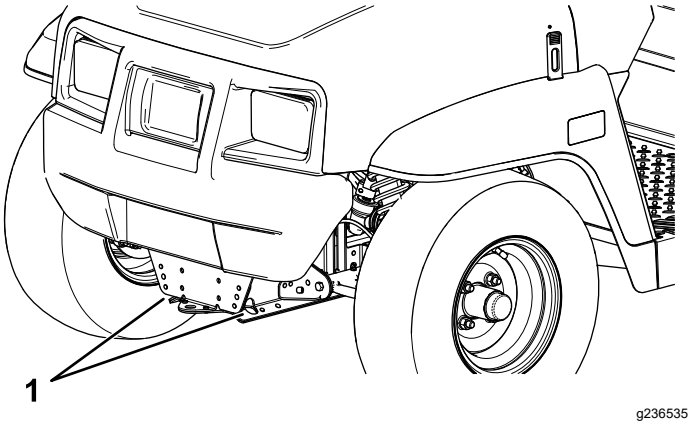
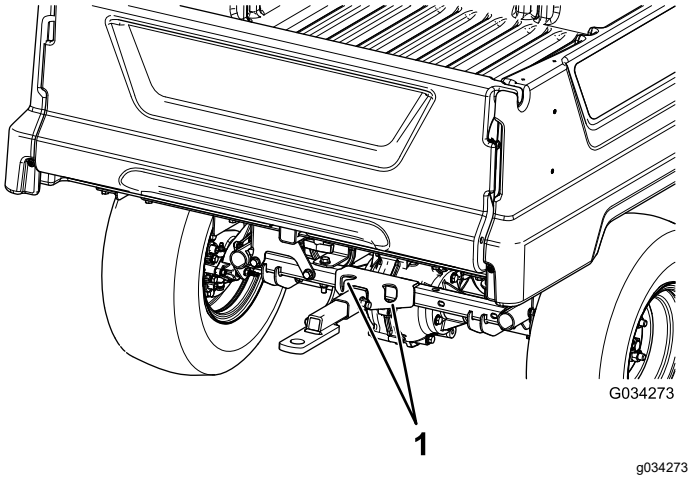

**Figuur 21**
**Figuur 22**
Zie Figuur 21 en Figuur 22 voor de plaats van de bevestigingspunten van de machine.
2. Bevestig een sleepkabel aan de lip op de voorzijde van het machineframe (Figuur 21).